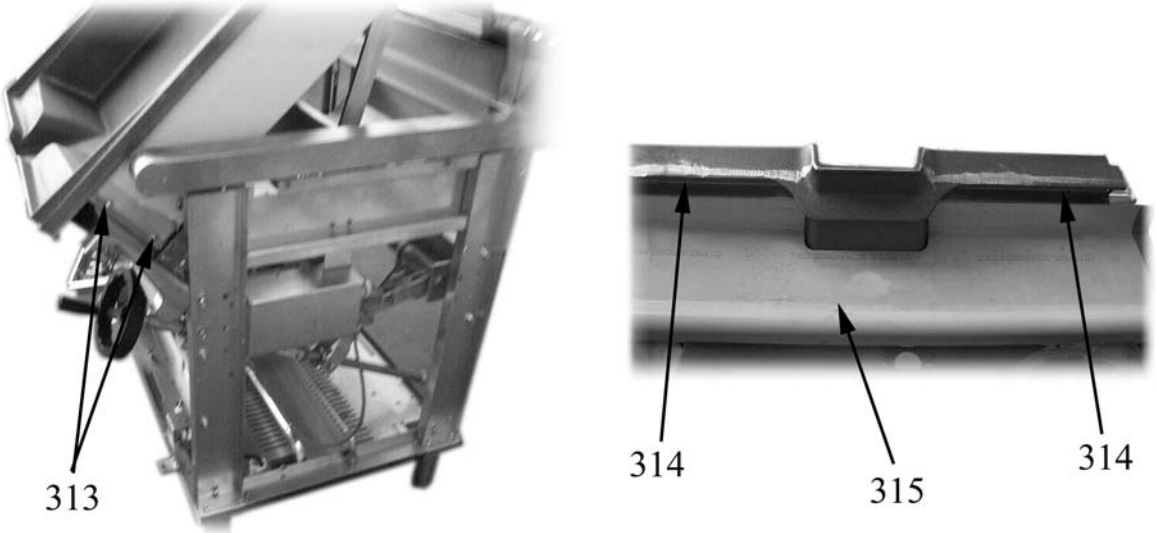

Fig. 31
- unscrew the side fixing screws of the upper front panel (item 313 in Fig. 31);
- unscrew the front fixing screws of the upper front panel (item 314 in Fig. 31);
- remove the upper front panel (item 315 in Fig. 31);